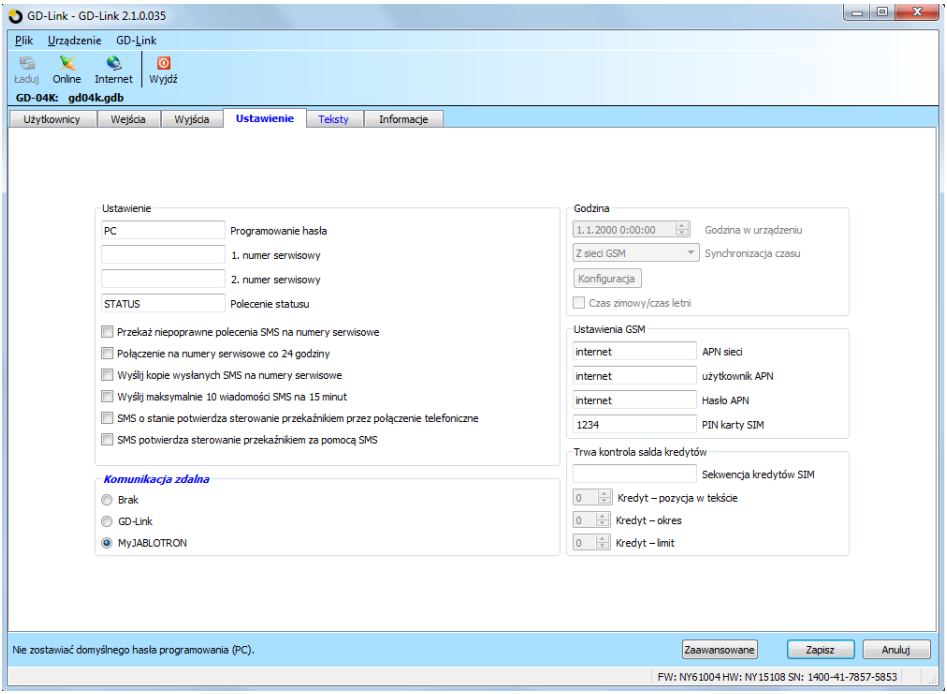

Rysunek 2
1. Korzystając z programu GD-Link w ustawieniach komunikacji zdalnej należy wybrać paramatr MyJABLOTRON (patrz rysunek 2).